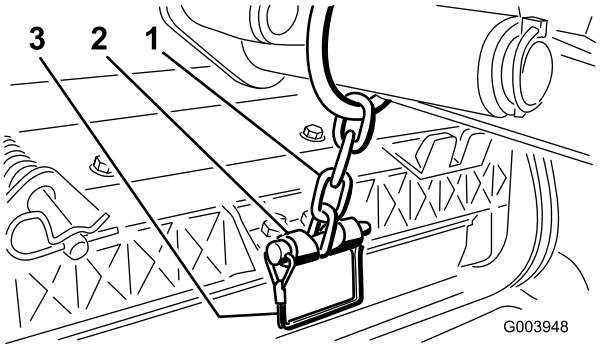

Figur 13
12. Fäst lyftarmens kedja på kedjefästet med låsstiftet (Figur 13). Använd så många kedjelänkar som rekommenderas i *bruksanvisningen* till klippenheterna.